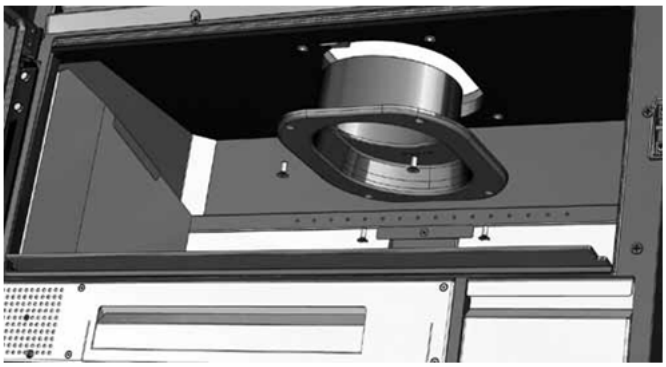

FIG. 13
3. Girar a chaminé 180° (fig.13).